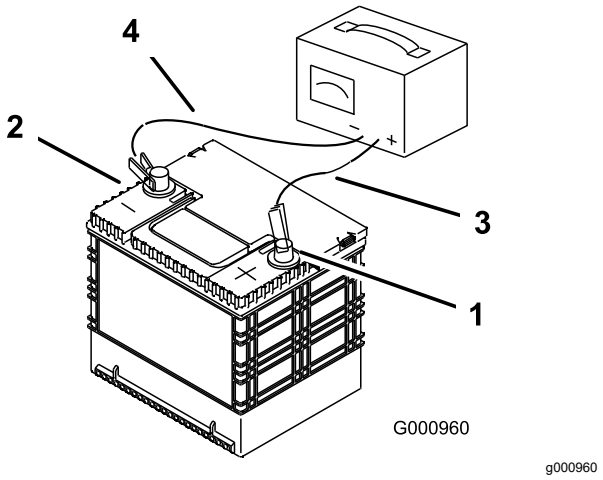

Rysunek 69
3. Gdy akumulator będzie w pełni naładowany, należy odłączyć ładowarkę od gniazdka elektrycznego, a następnie odłączyć przewody ładowarki od biegunów akumulatora (Rysunek 69).